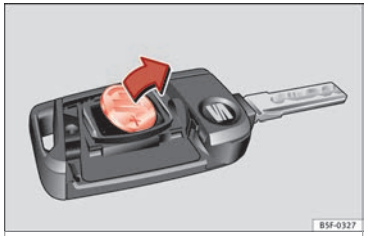

Fig. 134 Llave del vehículo: extracción de la pila.
• Extraiga la pila del compartimento con un objeto fino adecuado ››› **fig. 134**.
• Coloque la pila nueva tal como se muestra ››› **fig. 134** y presiónela en el compartimento para la pila en sentido contrario a la flecha ››› ❗.